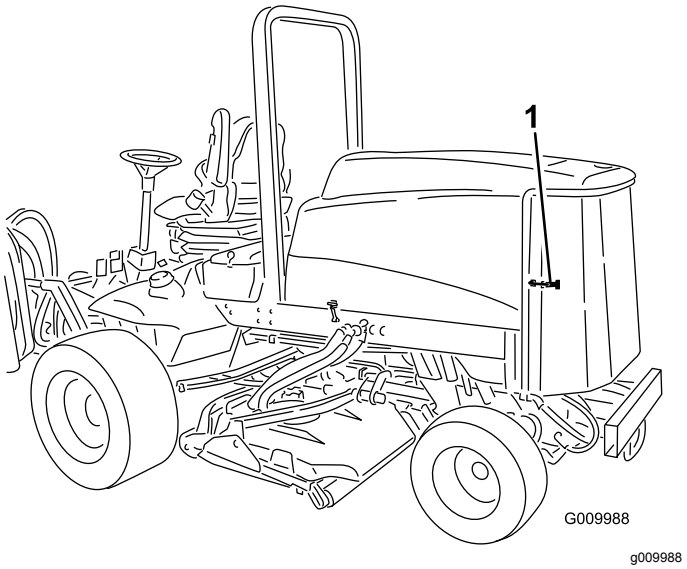

Figur 72
1. Åbn den bageste skærm (Figur 72).